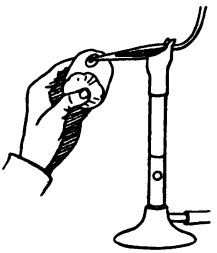

Fig. 42.
3. Now take the charcoal in the left hand, and blow the o.f. directly against the lead (Fig. 42). Blow continuously for some minutes, and observe what takes place. Notice any vapor that arises from the lead, and give its color. Also see whether any coating is formed on the coal, and give its color. A portion of the outer part of the lead has been changed to PbO. Write the equation, and explain more fully.